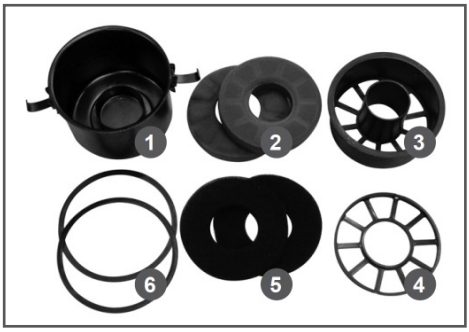

Рис. 17 Воздушный фильтр
3. Извлеките из стакана воздушный фильтр и произведите его разбор (Рис. 17).
4. Слейте загрязненное масло из стакана воздухоочистителя (Рис. 17 п. 1) и произведите очистку стакана.
5. Очистите от грязи детали воздушного фильтра (Рис. 17 п. 3, 4).